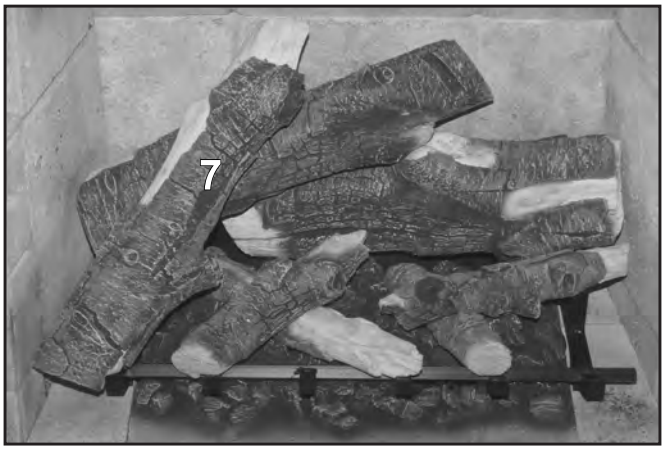

Figure 29: Log 7 in Place.
7. Log 7 sits in between the left panel and the left grate finger and cross the bar of the grate (see Figure 29). There is a notch across Log 2, which this log will locate into. The edge along the back of this log will index into the notch of Log 2.